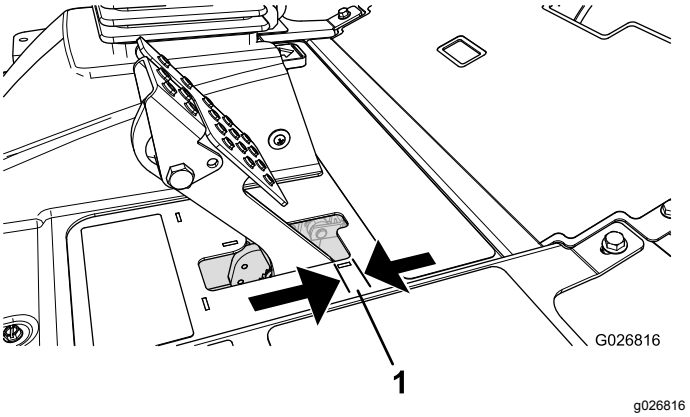

**Figur 68**
Juster bremsene når det er mer enn 2,5 cm frigang (Figur 68) på bremsepedalen, eller når det kreves mer bremsekraft. Frigang er den avstanden bremsepedalen kan beveges før du merker bremsemotstand.
2. Trekk til den bakre mutteren for å flytte kabelen bakover til bremsepedalene har en frigang på 6,3 til 12,7 mm (Figur 68) før hjulet låses.